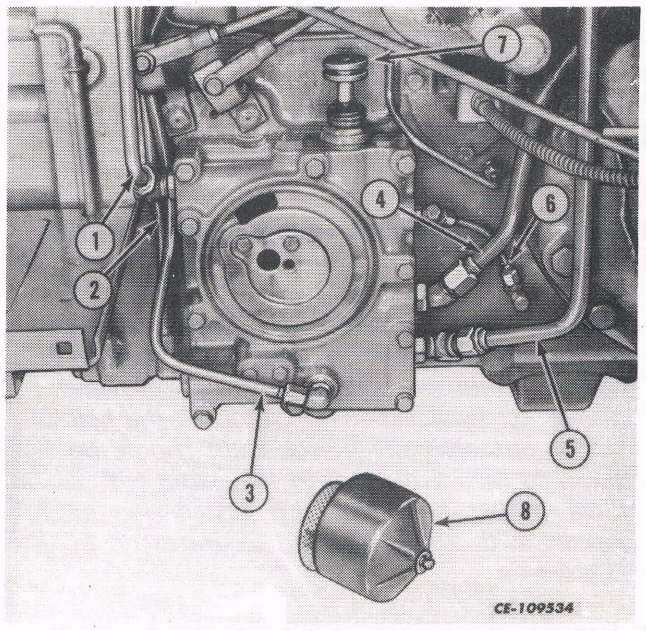

Fig. 1
3. Remove the hydraulic oil filter with cover assembly (8, Fig. 1).
4. Disconnect the following lines at the MCV (See Fig. 1):
a. Oil cooler. (1)
b. Line from power steering. (2)
c. Line to power steering. (3)
d. Return line from hitch and auxiliary valves. (4)
e. Line to hitch and auxiliary valves. (5)
f. IPTO line (if equipped). (6)